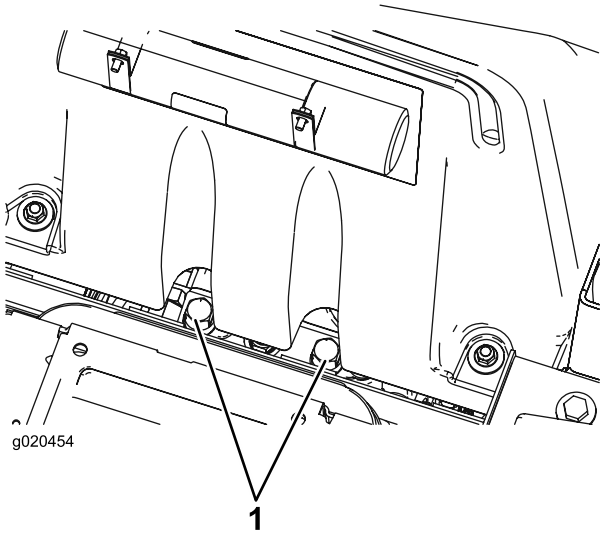

Figuur 30
1. Kantel de stoel en zoek de omloopkleppen; deze bevinden zich onder de voorzijde van de brandstoftank (Figuur 30).